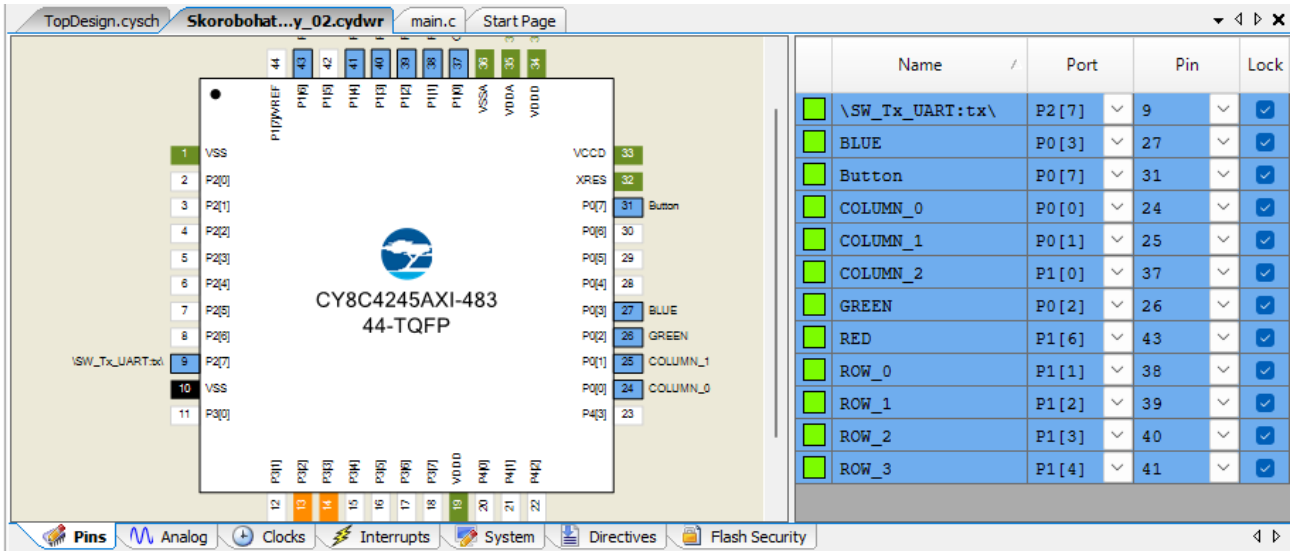
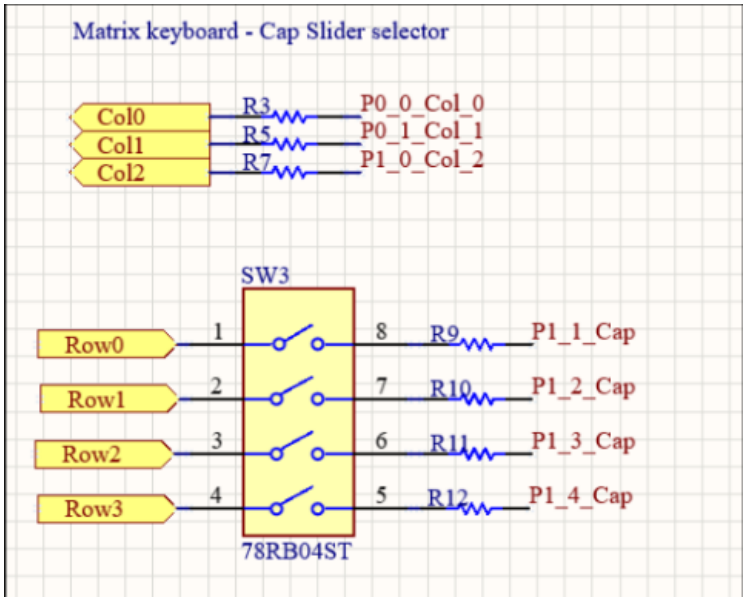

Рисунок 4 – Підключення пінів
Рисунок 5 - Відповідність пінів на схемі
3. Переходимо на вкладку Pins та підключаємо рядки та стовпці (рис. 4) в відповідності до схеми пінів на платі (рис. 5).